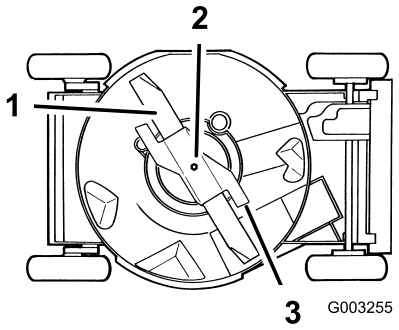

Bild 30
4. Kippen Sie den Rasenmäher auf die **rechte** Seite (Bild 30).
Fassen Sie das Ende des Messers mit einem dicken Handschuh an oder wickeln Sie einen Lappen um das Messer. Nehmen Sie die Messerschraube, Sicherungsscheibe, den Beschleuniger und das Messer ab (Bild 30).